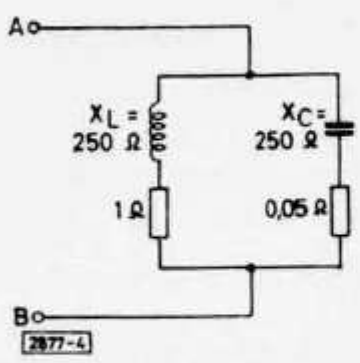

Abb. 4
Gehen wir einen Schritt weiter und betrachten den Parallelresonanzkreis mit seinen Verlusten **(Abb. 4).** Wir bauen ihn aus unserer Spule und einem Kondensator mit Q = 5000 (was bei Kondensatoren gar nicht ungewöhnlich ist). Bei der Resonanzfrequenz gilt: $X_L = -X_C$. Da wir nur den Fall der Resonanz betrachten wollen, heißt das, daß die Reaktanz des Kondensators auch 250 Ω sein muß. Die Güte des Kondensators kennen wir, also läßt sich der Verlustwiderstand nach (3) leicht berechnen: